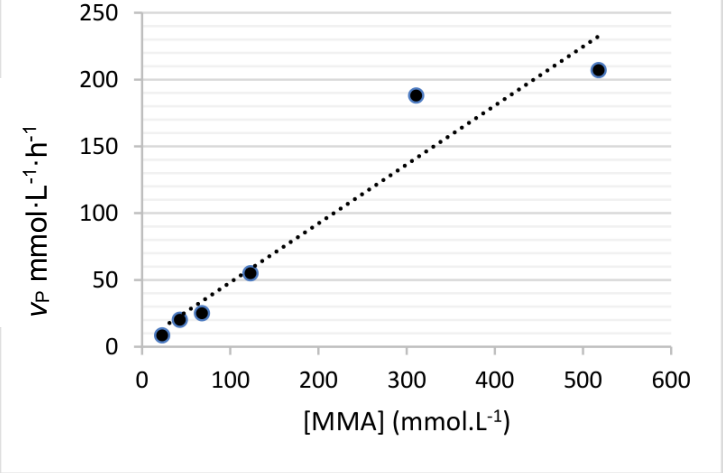

Figure 4. Graphique représentant v_p = f([MMA])
3.5. En étudiant l'évolution de la vitesse v_p en fonction de la concentration en MMA sur la figure 4, déterminer si l'évolution temporelle de la concentration en MMA suit une loi de vitesse d'ordre 1.